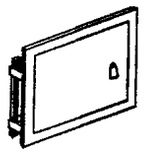

Рис.5 УОЩВ
3. Щитки ОЩ и ОЩВ, УОЩВ предназначены для приема и распределения электрической энергии и защиты от перегрузок и токов короткого замыкания групповых линий в сетях с глухозаземленной нейтралью при напряжении 380/220 В. Номинальный ток расцепителя, одинаковый для всех автоматических выключателей одного щитка, – 16, 20 или 25 А (указывается в заказе). Ввод и вывод осуществляется через верхнюю и нижнюю съемные крышки(рис.5,6)